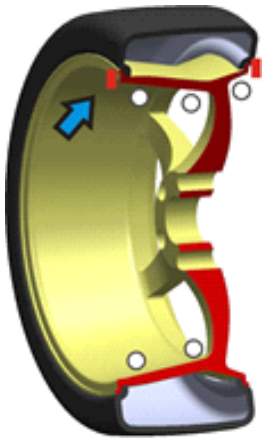

Рис. 4
4.1.7. Медленно двигайте колесо против часовой стрелки, до тех пор, пока левый светодиод не загорится полностью. Закрепите грузик в положении на 12 часов (Рис.4)